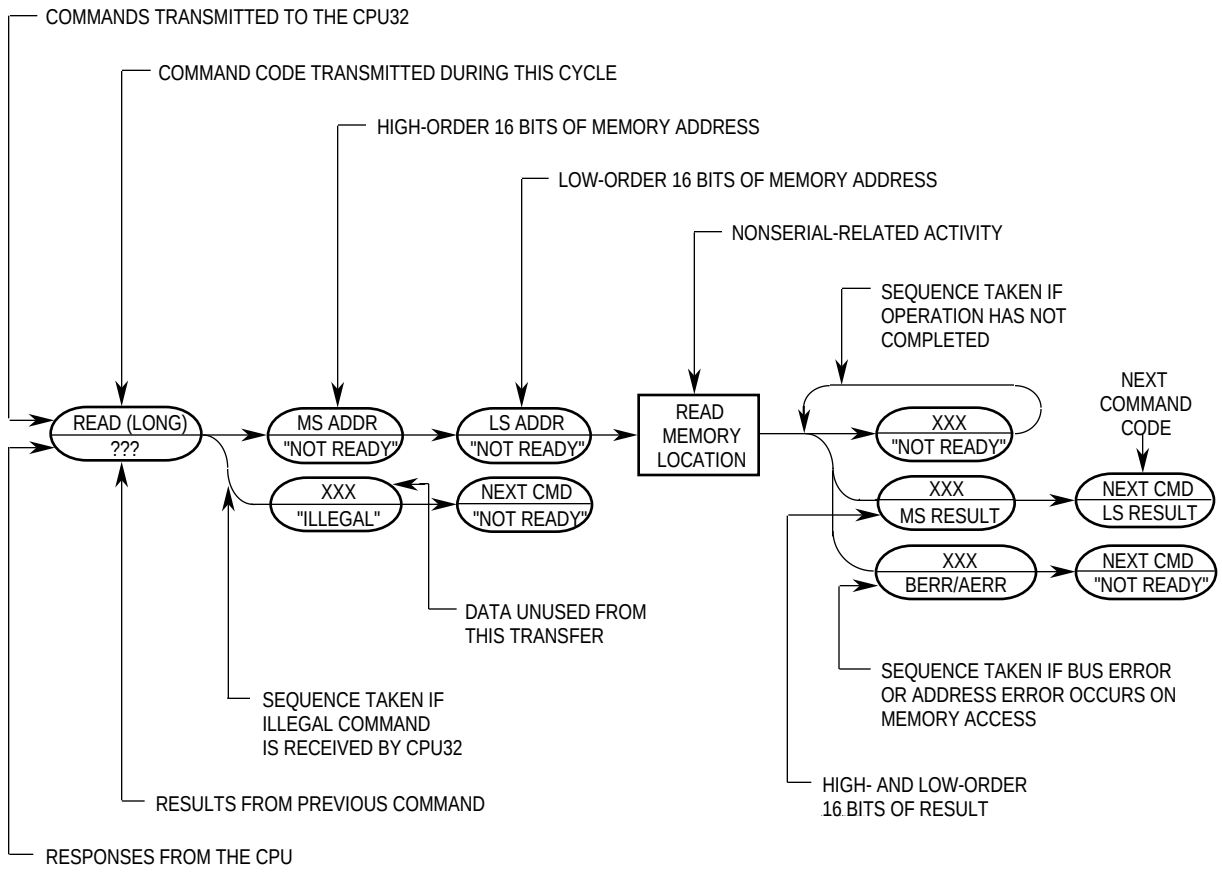

Figure 5-27. Command Sequence Diagram
5.6.2.8.2 Command Sequence Diagram. A command sequence diagram (see Figure 5-27) illustrates the serial bus traffic for each command. Each bubble in the diagram represents a single 17-bit transfer across the bus. The top half in each diagram corresponds to the data transmitted by the development system to the CPU; the bottom half corresponds to the data returned by the CPU in response to the development system commands. Command and result transactions are overlapped to minimize latency.